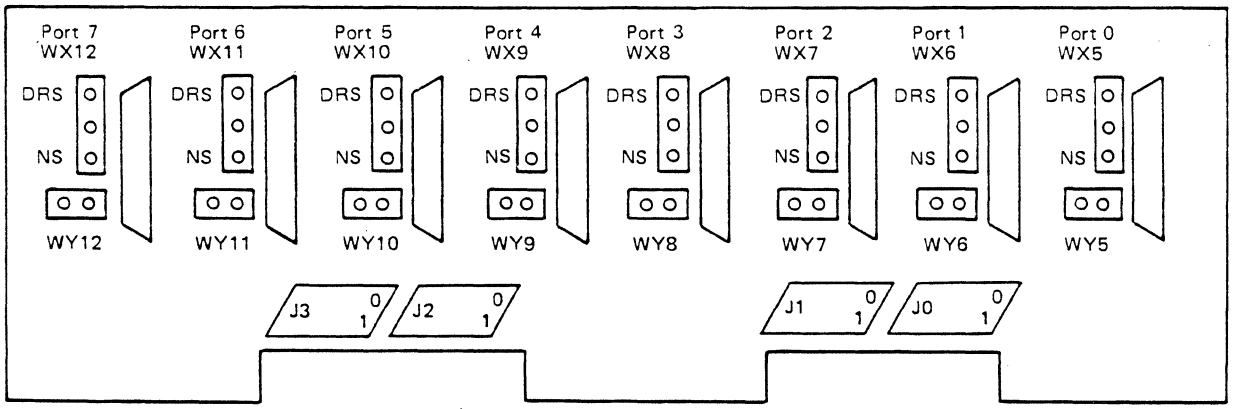

Figure 9-10. EIA/8 (V.24) DTE I/O Panel, Pin Side
The EIA/8 (V.24) DTE I/O panel features jumpers that allow the EIA ports to pass either the New Sync (NS) or Data Rate Select (DRS) signals to support modems that use both signals. In addition, the I/O panel supports the option to pass both the NS and DRS signals simultaneously. Once jumpered, the DCE port must always connect to a DTE port. Figure 9-10 shows the EIA/8 (V.24) DTE I/O panel jumper diagram. Each port connection contains both a WX(N) and WY(N) jumper area.
1. To pass the NS signal, connect pins 2 to 3 at jumper area WX(N) and connect pins 1 to 2 at jumper area WY(N). It is necessary to connect the WY(N) jumpers to prevent two drivers circuits from driving each other.
2. To pass the DSR signal, connect pins 1 to 2 at jumper area WX(N) and leave the WY(N) jumper area disconnected.